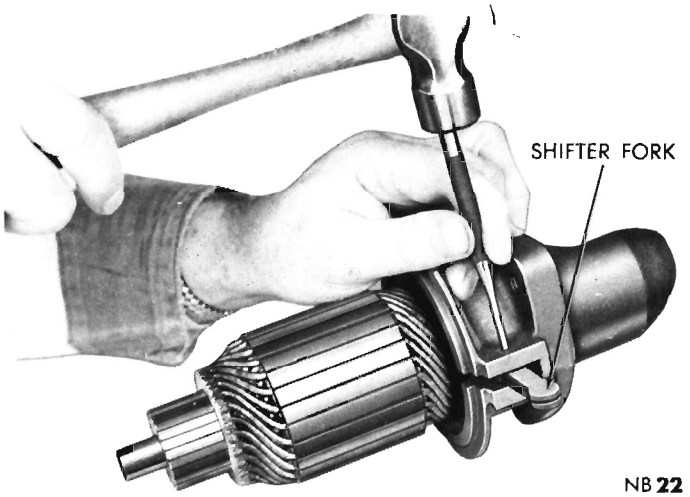

Fig. 5—Removing Shifter Fork Pivot Pin
(7) Drive out overrunning clutch shift fork pivot pin (Fig. 5).